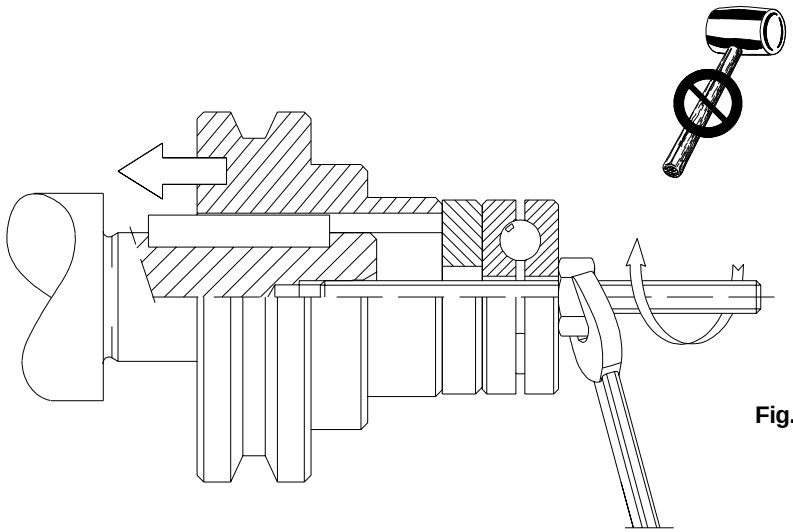

Fig. 1
• El montaje de distintos órganos (polea, ruedas dentadas, juntas, etc.) sobre los ejes debe ser efectuado utilizando los agujeros roscados correspondientes u otros sistemas, asegurando una operación correcta sin correr el riesgo de dañar los cojinetes o las partes externas de los grupos (fig. 1).